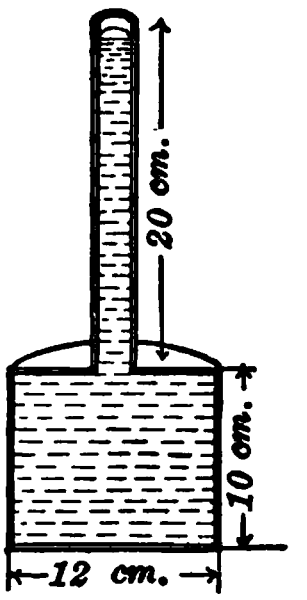

Fig. 69. Cylindrical can and tube full of water.
7. Figure 69 is a cylindrical can 10 × 12 centimeters; out of the top rises a tube 20 centimeters long and 1 square centimeter in cross section. The box and tube are filled with water.